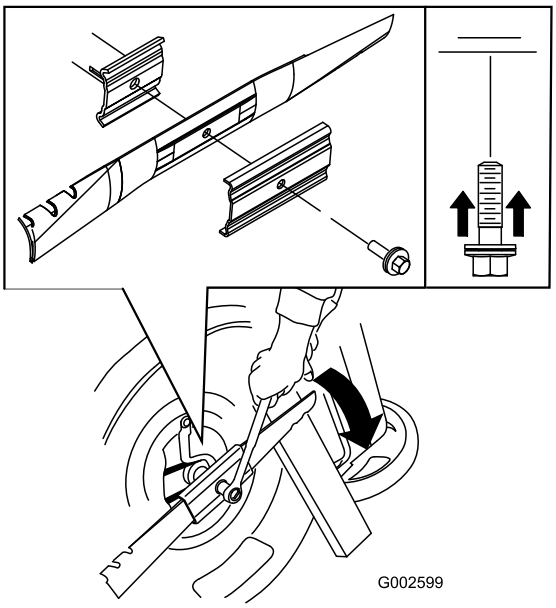

**Figuur 23**
5. Plaats het nieuwe mes (draai de mesbout rechtsom) en alle bevestigingsmaterialen (Figuur 23).